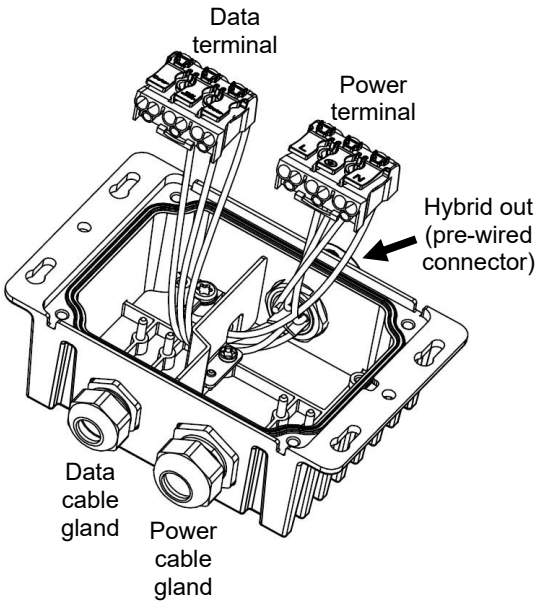

***Figure 4. Junction box connections***
3. See Figure 4. Lift the terminal blocks off their pins in the junction box to give easier access.